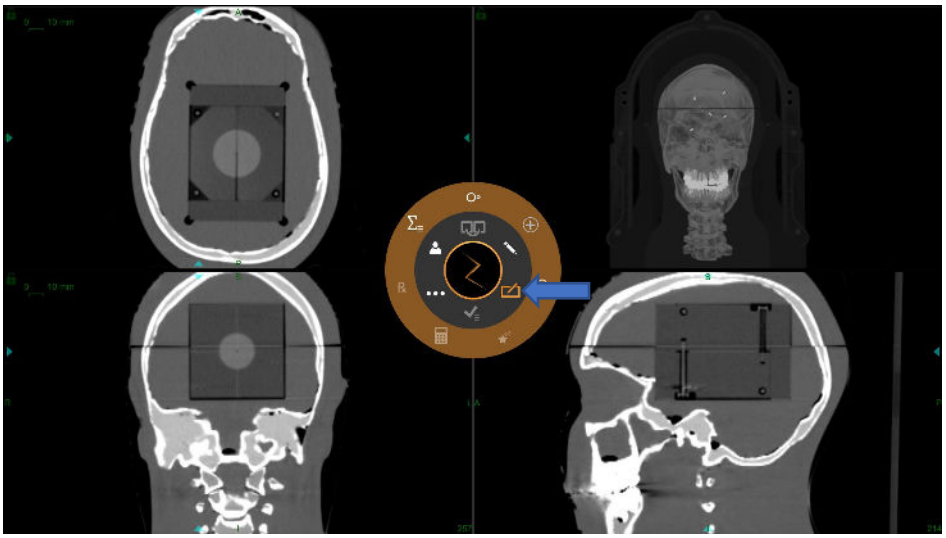

Figura 7-2 Icona Plan.
1. Fare clic sull'icona **Plan** per aggiungere un isocentro (vedi Figura 7-2).